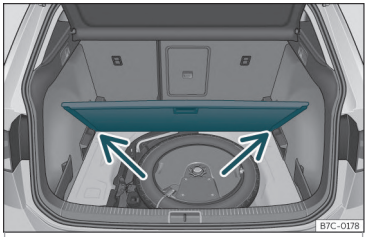

Fig. 115 Podeaua mobilă a portbagajului: poziția înclinat.
• Așezați podeaua în punctele destinate ››› **fig. 115** (săgeți).